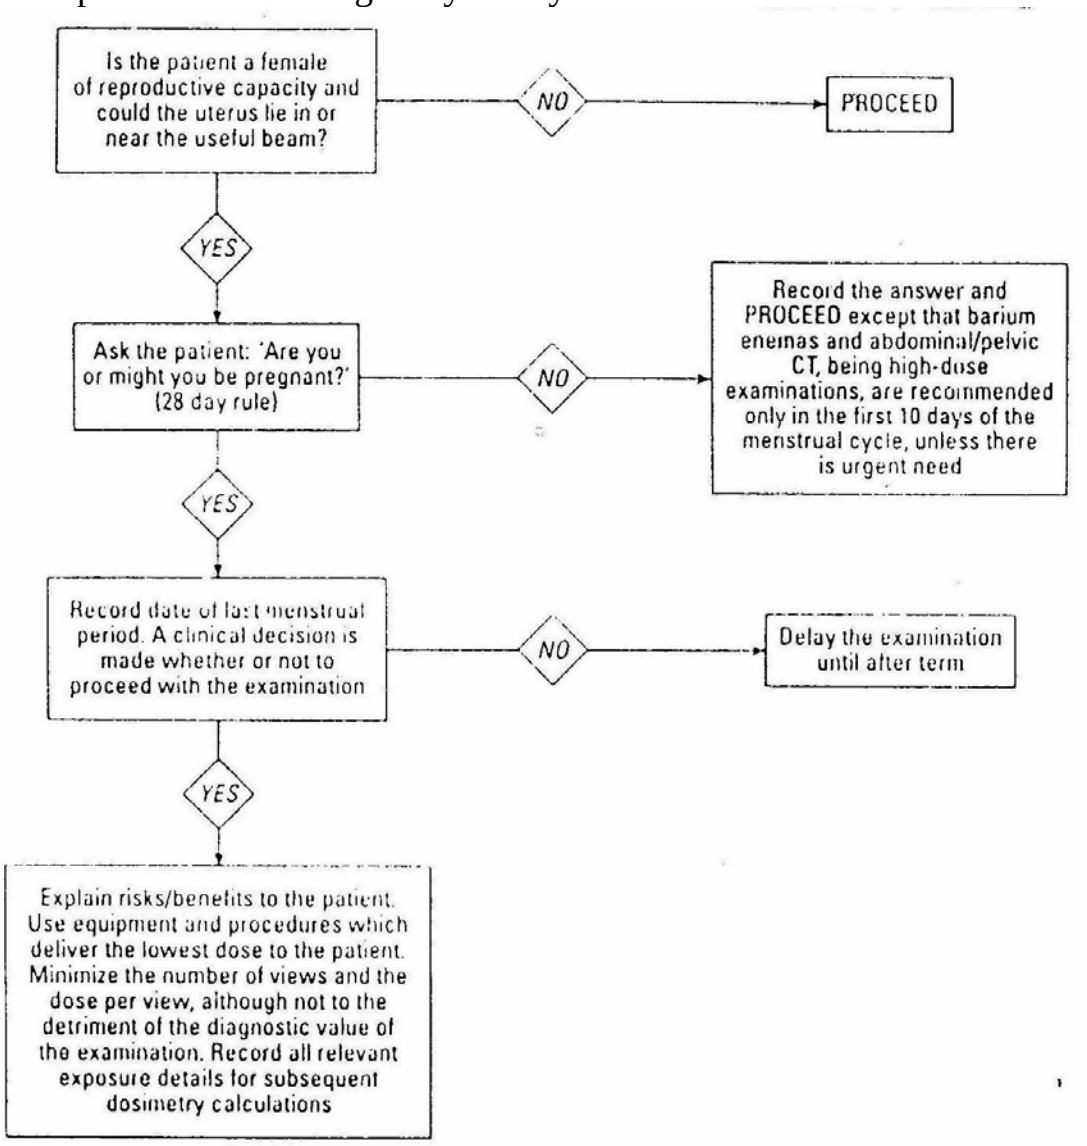

Fig. 6.5 Radiation protection of patients who are or might be pregnant.
5. *Patients who are or might be pregnant; see Fig. 6.5.*